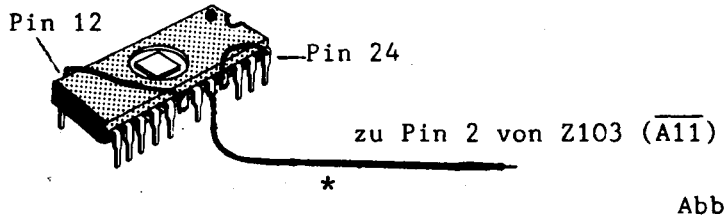

Abbildung 5
2. Zwicken Sie mit Hilfe eines kleinen Seitenschneiders die Anschlußbeinchen von Pin 18,20 und 21 ab, sodaß sie beim Einstecken des ICs in den Sockel dort keinen Kontakt mehr bekommen (siehe Abbildung 5).